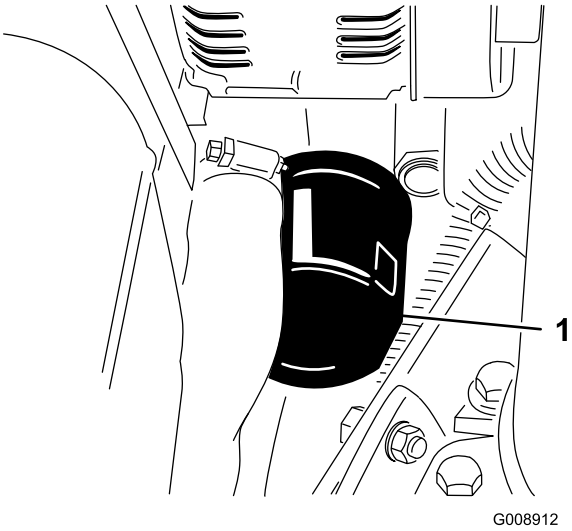

Figur 62
2. Fjern oliefilteret (Figur 62).